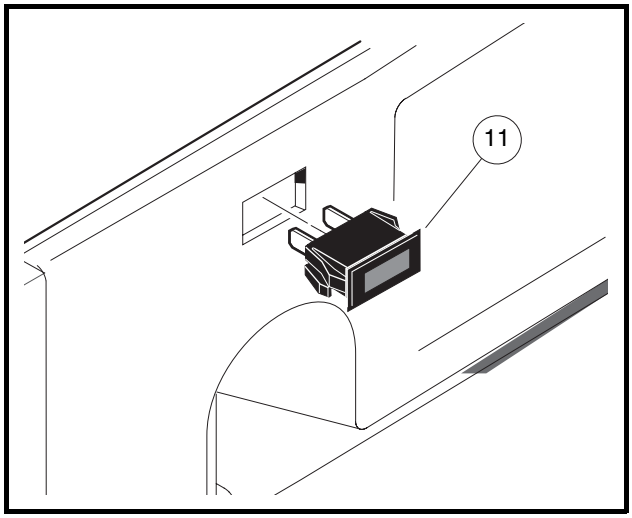

Figure 12-23 Low Oil Warning Light
3. Disconnect the wires from the low oil warning light (11) **(Figure 12-23, Page 12-23)**. Do not allow wires to touch.
1. Push a new unit into hole in dash until plastic tabs engage dash **(Figure 12-23, Page 12-23)**.